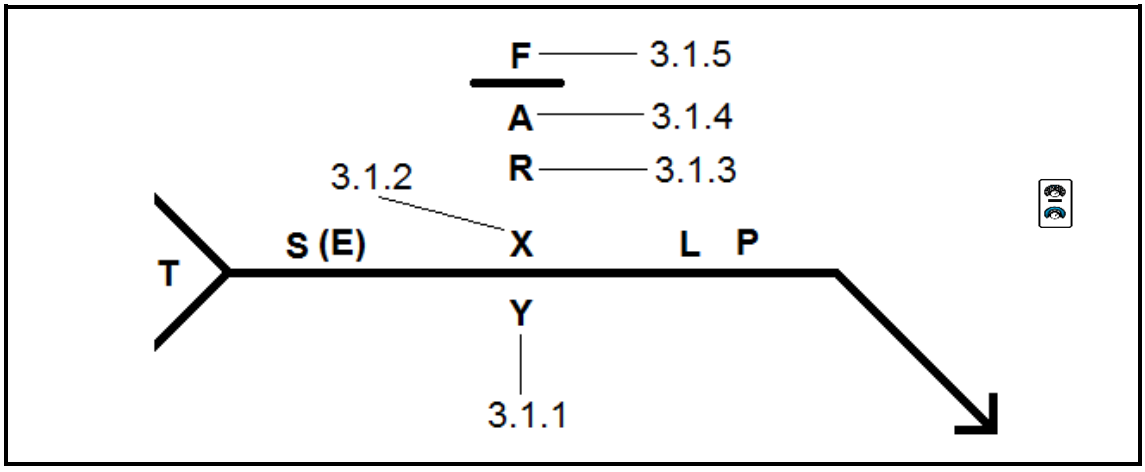

FIGUUR 1
3.1 FIGUUR 1 toon ’n sweislassimbool met spesifieke sweisinligting.